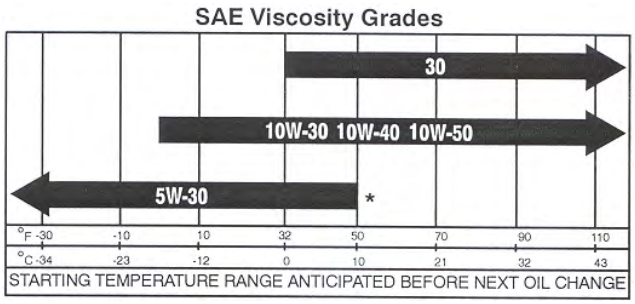

Figur 13
3. Motoren kan anvende ethvert mærke selvrensende olie af høj kvalitet, som bærer American Petroleum Institutes -API- "serviceklassifikation" SH eller højere. Vælg en viskositet i overensstemmelse med tabellen i figur 13.